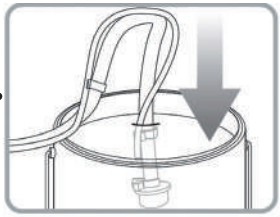

Рис. 36
1. Погрузите всасывающий и сливной шланги в ёмкость с подготовленной краской (рис. 36).